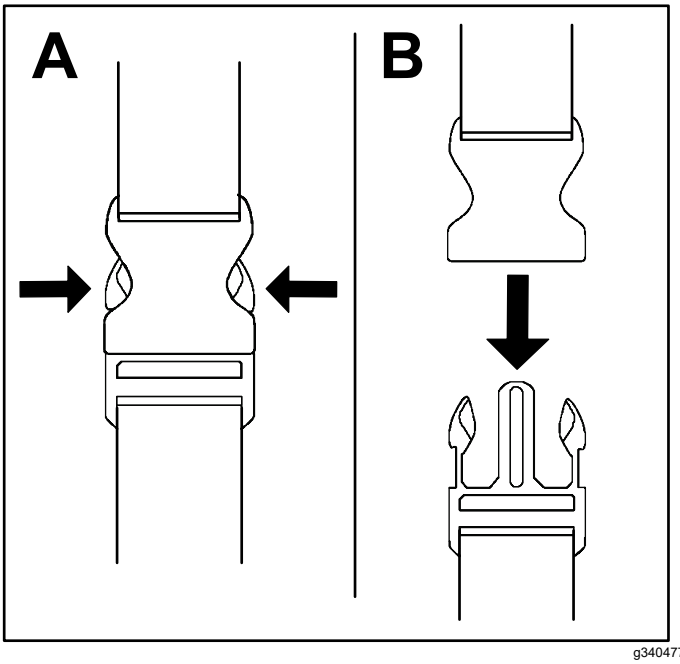

**Bild 7**
1. Beiden Seiten der Schnellverschlussschnalle eindrücken (A in Bild 7).
2. Lassen Sie die Schnellverschlussschnalle sich lösen (B in Bild 7).